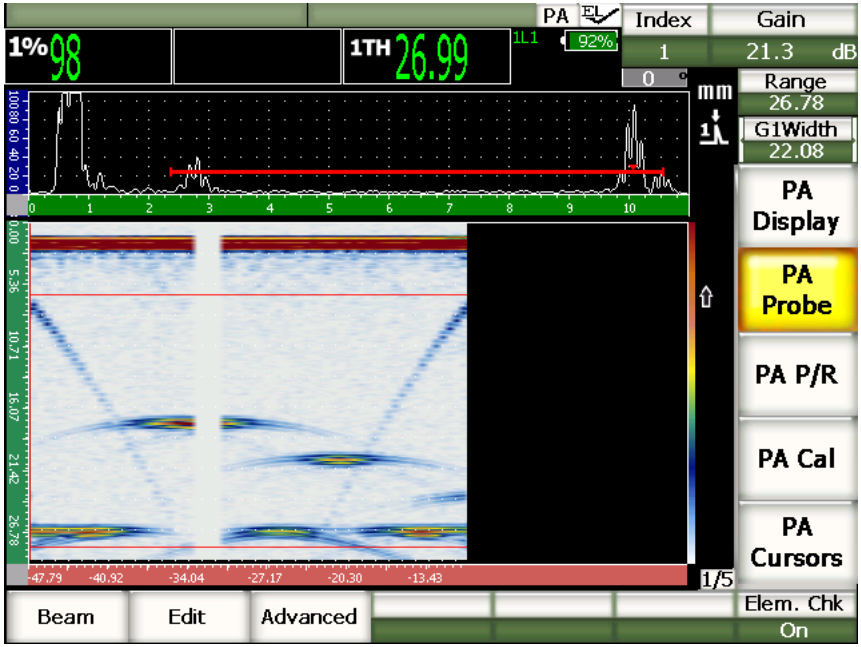

Figure 12-12 Deactivated elements viewed in element check view
5. When finished, press the **[ESCAPE]** key to return to the live screen (see Figure 12-12 on page 320).